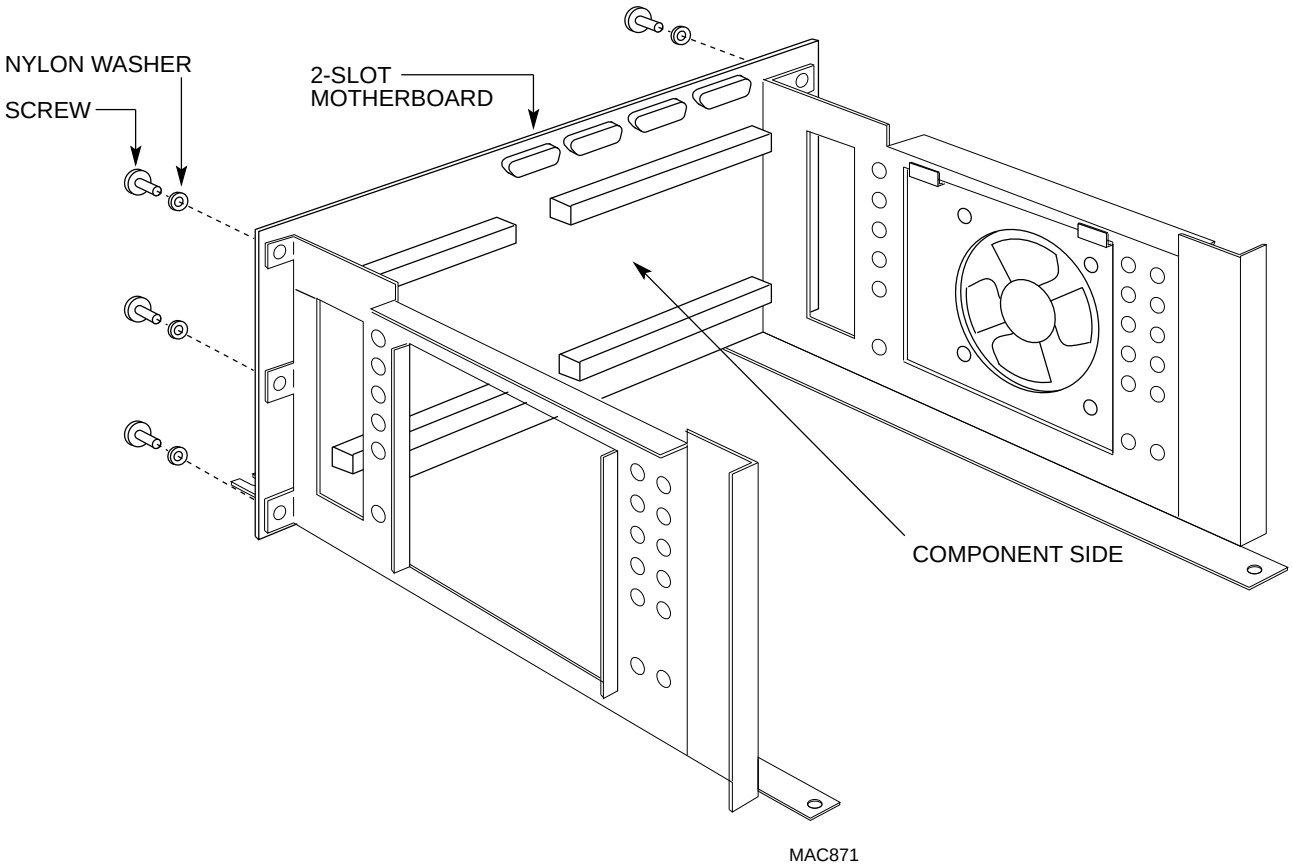

Figure C-7. Motherboard Installation
5. Position the motherboard in the chassis as shown in Figure C-7. Six screws hold the motherboard in place. Remember to use the nylon washers to protect the motherboard from being marred by the lock washers on the screws.